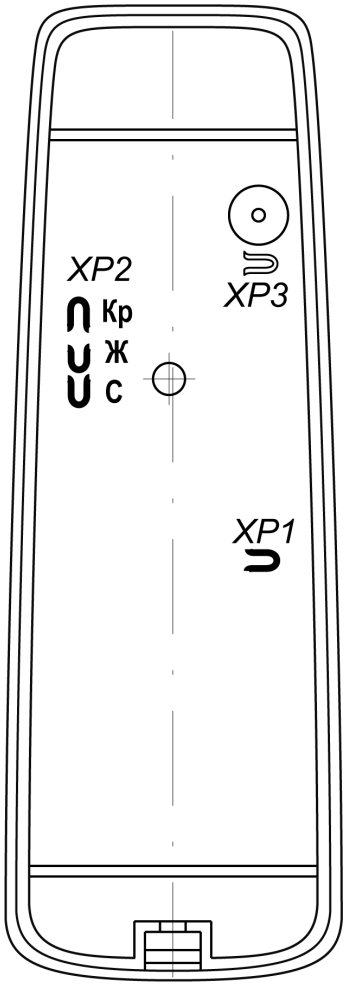

Рисунок 2. Расположение трех перемычек «номер считывателя» (*XP2*), перемычек «отключение концевого резистора» (*XP1*) и «тип выходного интерфейса» (*XP3*)
Номер считывателя от 1 до 8 задается с помощью конфигурационных перемычек ***XP2*** (см. рис. 2). Соответствие номера считывателя положению перемычек указано в таблице 2.
Для изменения формата выходных данных интерфейса *Wiegand* необходимо при монтаже считывателя перекусить кусачками соответствующие перемычки-проводом ***XP2*** (см. рис. 2), расположенные на тыльной стороне корпуса считывателя под металлическим основанием. Изменение формата выходных данных интерфейса *Wiegand* производится перекусыванием перемычек в соответствии с Таблицей 4.
Считывание кода подтверждается считывателем кратковременным миганием индикатора желтым цветом, сопровождаемое кратковременным звуковым сигналом. Для включения варианта управления «*double-line*» необходимо при монтаже считывателя перекусить кусачками перемычку-провод красного цвета «*single-double*» ***XP2*** (см. рис. 2), расположенную на тыльной стороне корпуса считывателя под металлическим основанием.
5. При работе с интерфейсом *RS-485* при помощи трех перемычек ***XP2*** (см. рис. 2) установите номер считывателя согласно п.5.1.1, для чего в соответствии с табл. 2 перекусите кусачками необходимые перемычки.
6. При работе с интерфейсом *RS-485* учтите, что с целью предотвращения искажений сигнала на концах линии связи *RS-485* должны быть установлены концевые резисторы. В считывателе ***PERCo-IR19*** такой резистор предусмотрен конструктивно. Если устанавливаемый считыватель не является конечным устройством на линии связи, то на нем необходимо отключить концевой резистор, для чего перекусите перемычку ***XP1*** (черного цвета, см. рис. 2). Проверьте наличие концевых резисторов на реальных концах линии связи интерфейса *RS-485*.